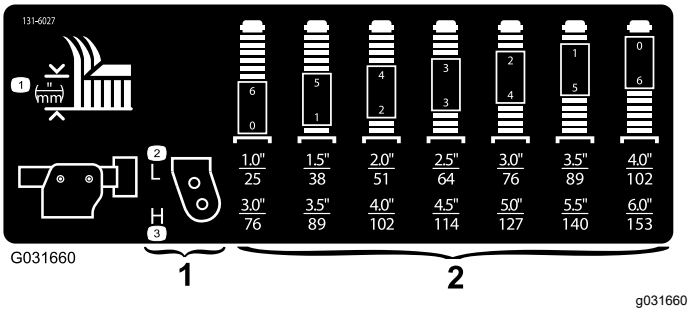

**Figuur 18**
3. Zet de assen van alle zwenkwielvorken in dezelfde openingen; raadpleeg de tabel (Figuur 18) om vast te stellen wat de correcte openingen voor de instelling zijn.
**Opmerking:** Raadpleeg de tabel om na te gaan welke combinatie afstandsstukken moet worden gebruikt om de maaihoogte in te stellen (Figuur 18).